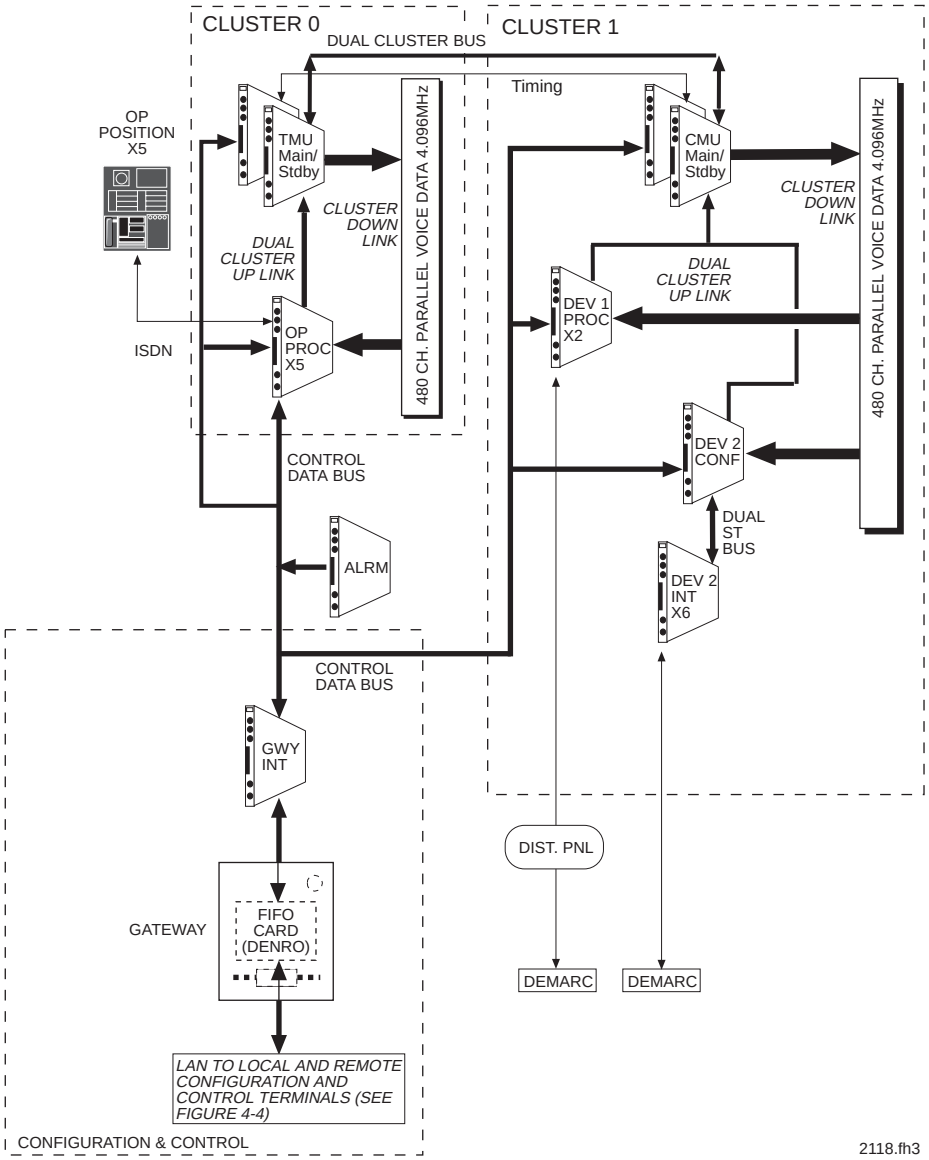

*Figure 4-10. System Functional Block Diagram*
**Figure 4-10** is a functional block diagram of the basic ETVS system architecture shown in **Figure 4-1**. The voice channel equipment groups—device 1, device 2, and operator—all use cluster space in the muxing process as shown in the cluster up-link allocations window in **Figure 4-1**. Each cluster is served by one or more processor/conferencers that are linked to the cluster's multiplexing units via redundant up-links. The unit quantities shown in the diagram are for example only.
Cluster 1 contains the multiplexed channels of both device 1 and device 2 equipment groups. These groups are formed by two device 1 processors and a device 2 conferencer that processes signals for six device 2 interfaces; all are installed in card cage 1. The cluster 1 ST up-link from each processor/conferencer feeds cluster message frames to the CMUs installed in card cage 1 using the local up-link on the card cage backplane. In **Figure 4-10**, the cluster multiplexes eight channels; 2 on one up-link and 6 on a second up-link.